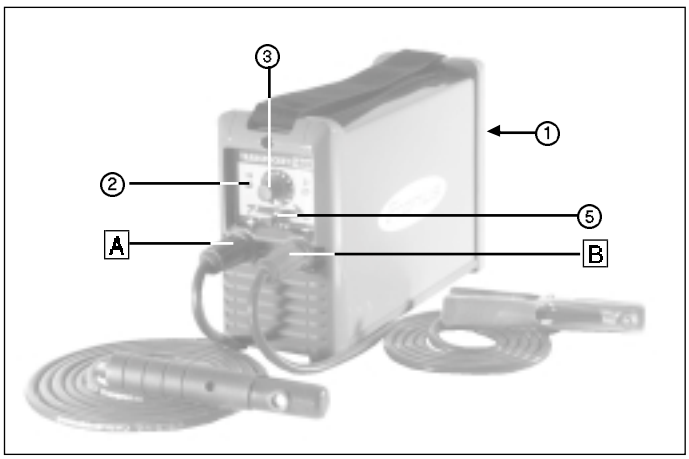

Fig. 8
① **HUVUDSTRÖMBRYTARE ON/OFF** *(fig 8)*
② **MANÖVER INDIKATOR**